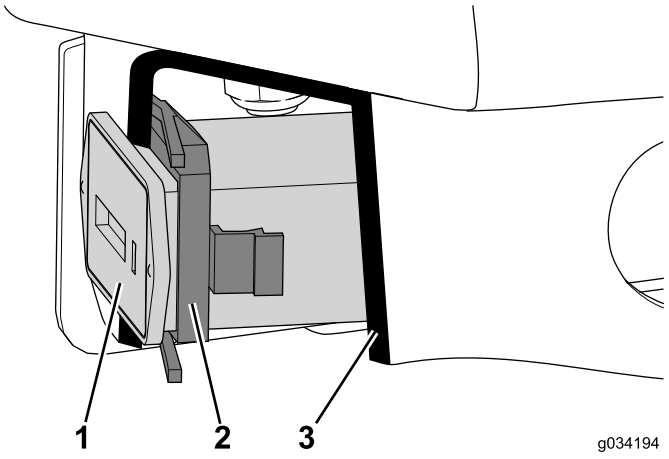

**Figura 12**
3. Remova a fixação que prende o contador de horas do conjunto da consola, se equipado (Figura 12).